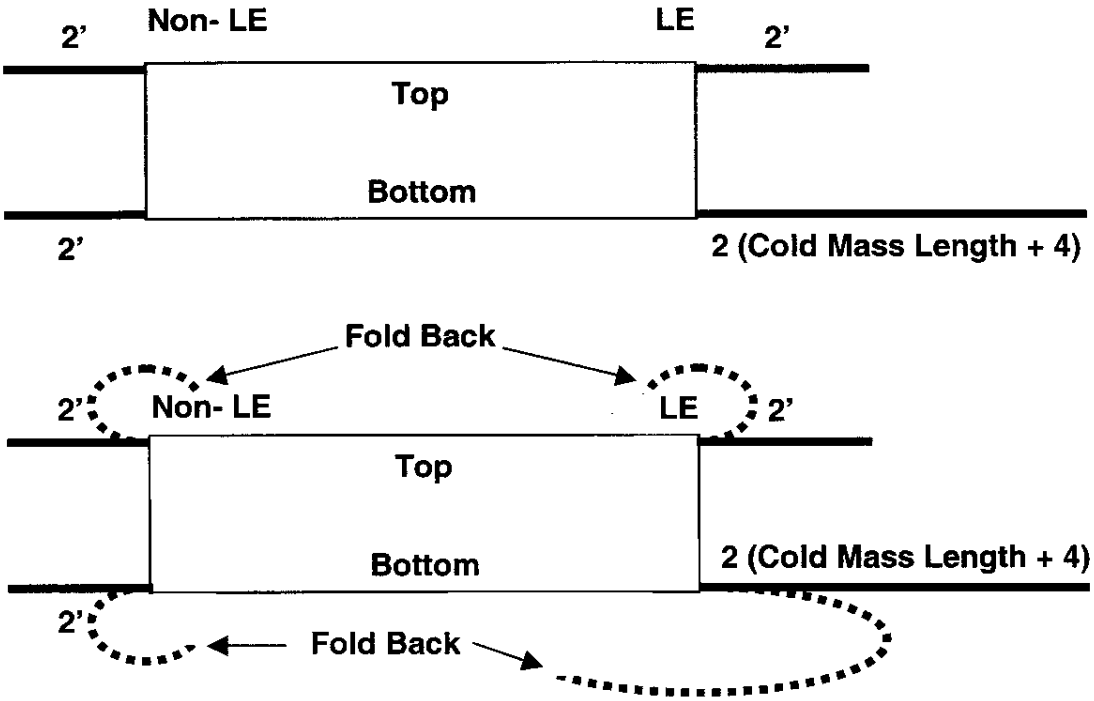

Figure 5.6
5.6 Pull the two pieces of Nomex (MB-430064) through the Bus Slot. Leave two feet of Nomex extending past the end of the Cold Mass at the Lead End and Non-Lead End. Fold top piece over top of Cold Mass and fold bottom piece under bottom of Cold Mass. (As shown n figure 5.6 below)